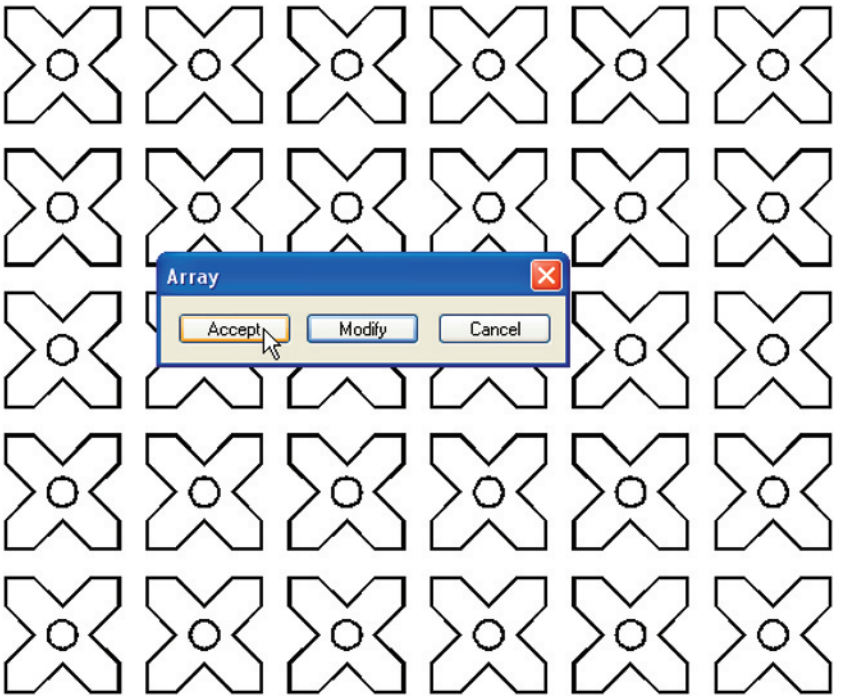

Fig. 5.18 First example – **Array**
First example – Rectangular Array (Fig. 5.18)
5. *Click* the **Preview<** button. The dialog disappears and the array appears with a warning dialog in the centre of the array (Fig. 5.18).